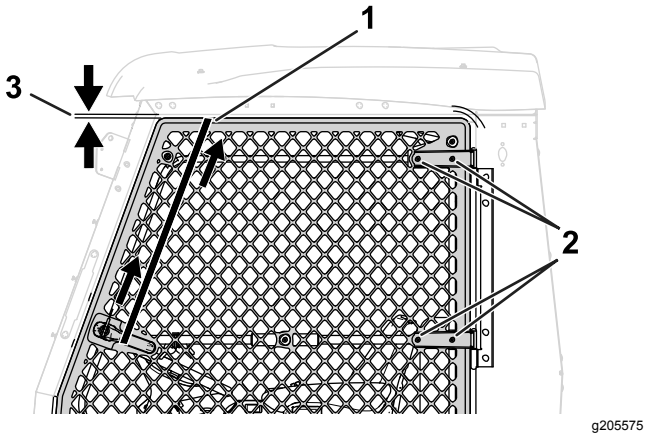

Bild 6
2. Schließen Sie die Tür und halten Sie die Tür mit einem Spanngurt fest (Bild 6).
3. Lösen Sie die vier Schrauben und vier Muttern am Türscharnier (Bild 6).
4. Ziehen Sie am Spanngurt, um die Tür hochzuziehen (Bild 6).